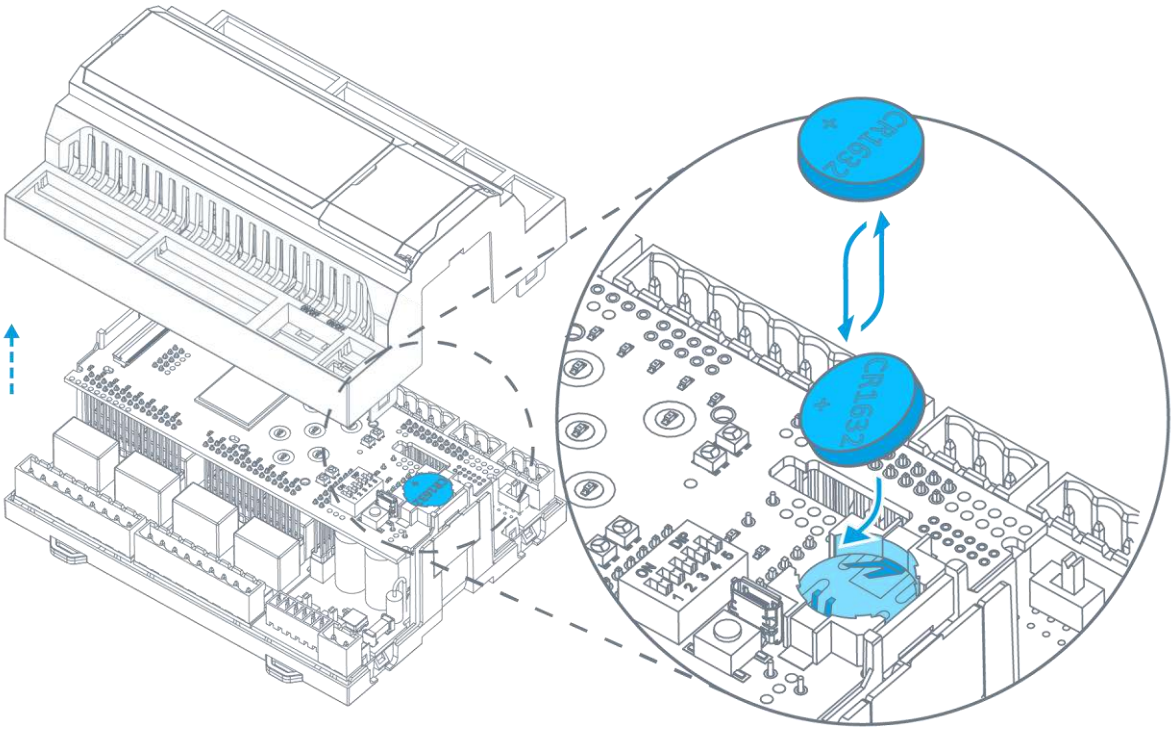

Рис. 65 – Замена батарейки
- извлеките разряженную батарейку из держателя и установите новую как показано на Рис. 65;